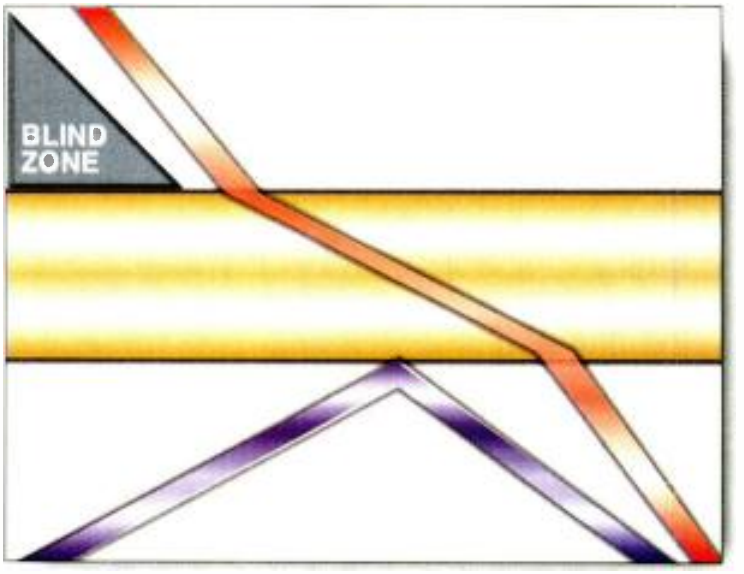

Figure 1: Light rays will change directions when passing through materials with different indices of refraction.
The bending of microwave signals passing through thermal layers of air is similar to the bending of light as it passes from air to glass. As light passes from air to glass, the light waves are bent (refracted) because the index of refraction is different in each of the materials (see Figure 1). There is a point, as the angle of the light striking the glass decreases, where all the light is reflected away from the glass. The angle at which this occurs is called the *critical angle.*
The structure of MPEG signals can be viewed as a hierarchy, as shown in Figure 1. At the top level of the hierarchy, the video bitstream consists of video sequences. Each video sequence consists of a variable number of group of pictures (GOP). Each GOP contains a variable number of pictures. A picture can either be a frame picture or a field picture. In a frame picture, the two fields are coded together to form a frame, while field picture is a coded version of an individual field. There are three main types of pictures based on their compression schemes: intra (I), bidirectional (B), and predicted (P). The I pictures are coded by themselves, hence the name "intra." The coding technique for these pictures falls in the category of transform coding. Each picture is divided into 8x8 nonoverlapping pixel blocks. Four of these blocks are additionally arranged into a 16x16 block called a *macroblock*. The Discrete Cosine Transform (DCT) is applied to each 8x8 block individually. The transform exploits the spatial correlation of the pixels by converting them to a set of independent coefficients. This process allows the low-frequency, high-energy coefficients to be coded with a greater number of bits, while using fewer or zero bits for the high-frequency, low-energy coefficients. The high-frequency coefficients can be dropped because the eye lacks the ability to detect high frequency changes. Retaining only a subset of the coefficients reduces the total number of parameters needed for representation. The process is identical for the luminance and the chrominance pixel blocks.